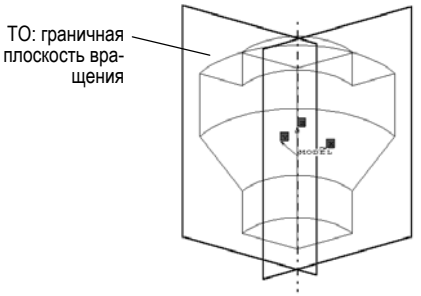

Рис. 24
⑥ *INDICATE AREA* – если контур незамкнутый, отметьте на экране стрелку, указывающую, с какой стороны относительно контура будет создан выступ/углубление.
⑦ *SELECT OPTION: DELTA, FULL, FROM, TO* – задайте угол вращения в градусах или укажите вспомогательные грани, определяющие границы создаваемого компонента (рис.24).